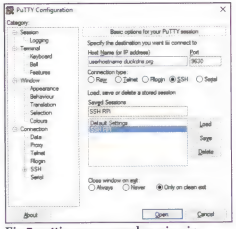
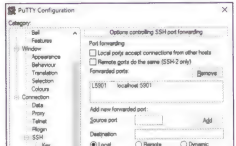

Fig.7: setting up a saved session in PuTTY, the Windows SSH client. Note that the RPi's SSH port number was changed from 22 (the default) to 9630.
Fig.8: here's how to set up an SSH tunnel in PuTTY for a VNC connection.
You're now set to SSH into the RPi: launch PuTTY, enter either your host name (eg, ***yourhostname.duckdns.org***) or your WAN IP address, then enter the port number and click the Open button. This will bring up a terminal window and it's then just a matter of logging in with your RPi's user name and password (see Fig.7).
(1) Launch PuTTY, enter in your host name (or WAN IP address) and the port number (Fig.7);
(2) Enter a session name in Saved Sessions;
(3) In the lefthand panel, expand the entries under SSH and select Tunnels.
(4) In the resulting dialog, enter 5901 in **Source port** and localhost:5901 in **Destination**, then click Add. These entries will then be loaded into **Forwarded ports** (Fig.8).
(5) In the left-hand pane, click Session, then click the Save button.